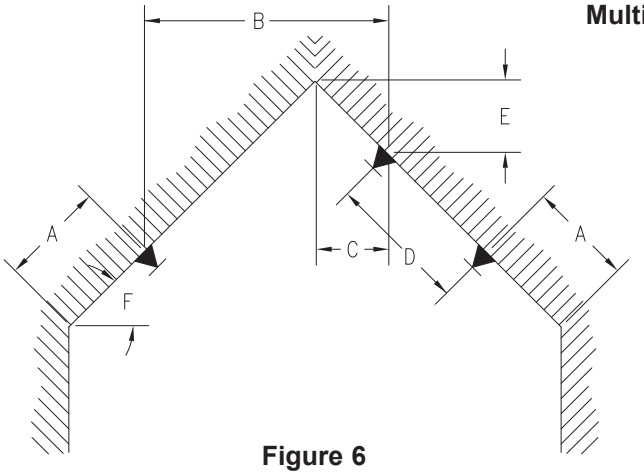

Figure 6
(F) When dimension "F" exceeds 16' (4.9 m), utilize design configuration shown in Figure 6.